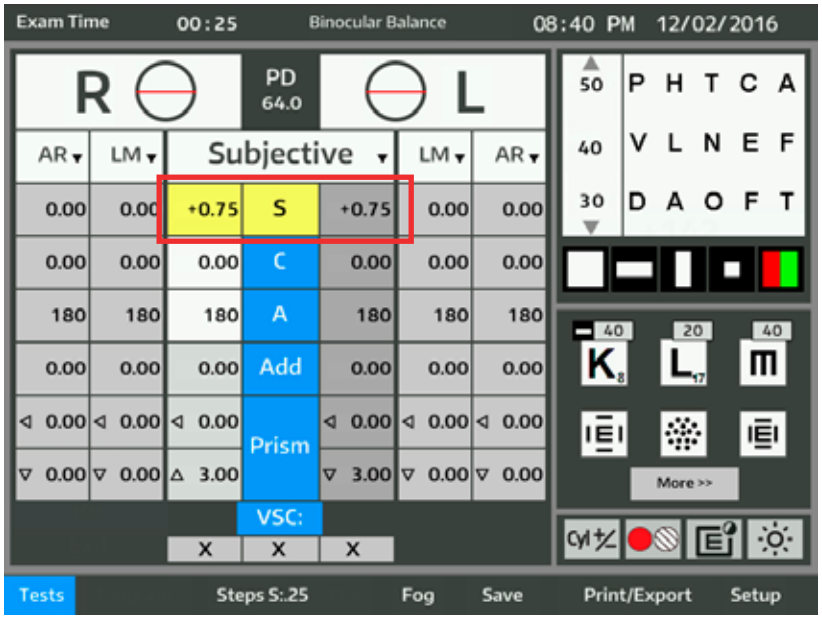

Figure IU-27 Équilibre binoculaire avec prismes
2. Sélectionner une grille de test appropriée ou une ligne verticale unique des optotypes ou un optotype unique. La grille par défaut sélectionnée pendant le test Phorie est présentée au patient. Si aucune grille par défaut n'a été sélectionnée, se reporter à la section ***Sélection des grilles par défaut*** de ce manuel. Se reporter à la Figure IU-27.
1. Appuyer sur les icônes centrales S, C ou A afin que les deux ouvertures (droite et gauche) s’ouvrent pour procéder à la mesure. Se reporter à la Figure IU-27.